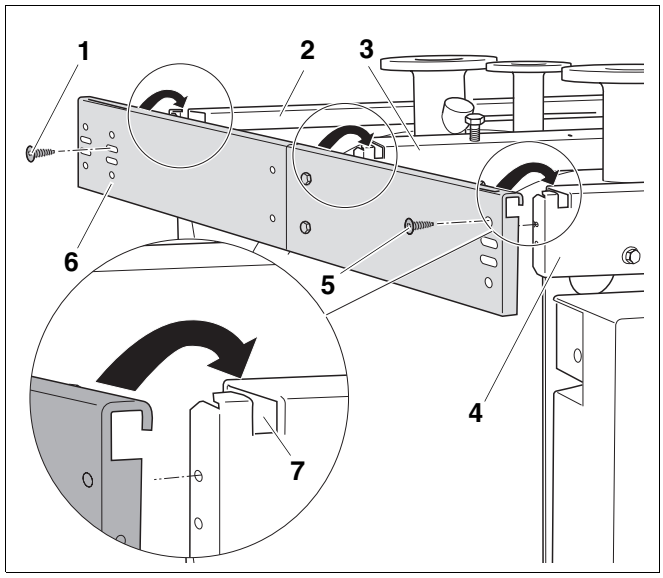

Fig. 17 Montaggio della traversa laterale
Il montaggio della traversa laterale sinistra e di quella destra viene illustrato qui, facendo vedere il montaggio della traversa laterale sinistra (fig. 17, **pos. 1**). La traversa destra laterale deve essere montata allo stesso modo.
- Agganciare la traversa laterale (fig. 17, **pos. 6**) negli incavi (fig. 17, **pos. 7**).
- Avvitare la traversa laterale (fig. 17, **pos. 6**) attraverso i fori più alti con la vite (fig. 17, **pos. 5**) alla traversa anteriore (fig. 17, **pos. 4**).
- Avvitare la traversa laterale (fig. 17, **pos. 6**) attraverso il foro lungo superiore con la vite (fig. 17, **pos. 1**) alla traversa posteriore (fig. 17, **pos. 2**).